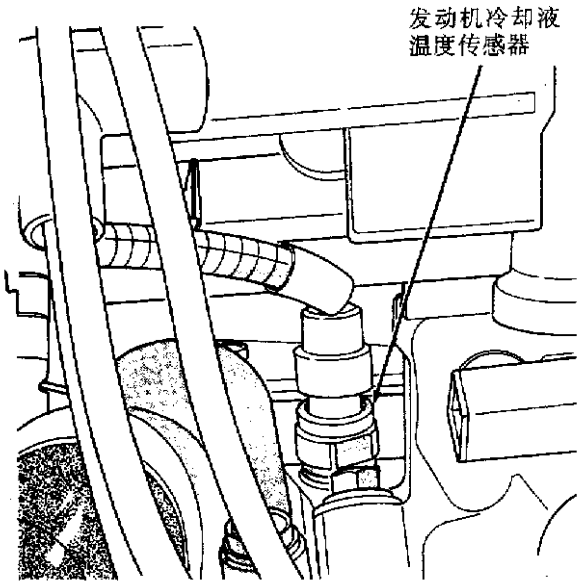

图 4-72　发动机冷却液温度传感器(3.3L，3.8L)
① 3.0L，3.3L，3.8L。传感器安装在恒温器壳的旁边(图 4-72 和图 4-39)。